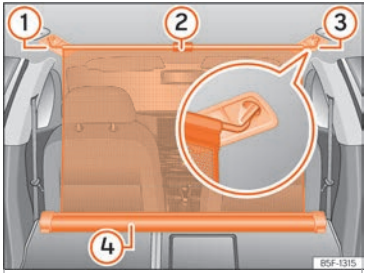

Abb. 141 Im Gepäckraum: eingehängtes Trennnetz bei vorgeklappter Rücksitzlehne.
- Ziehen Sie die Lasche ››› **Abb. 141** ② nach oben, um das Netz aus dem Einsatz ››› **Abb. 141** ④ zu nehmen.
- Hängen Sie das Trennnetz an der rechten oder linken Seite ››› **Abb. 141** ③ (vergrößerte Darstellung) ein.
- Hängen Sie das Trennnetz an der Aufnahme der anderen Seite ››› **Abb. 141** ① ein, indem Sie an der Stange ziehen.
Die Netztrennwand ist richtig montiert, wenn die T-förmigen Enden sicher in den entsprechenden Aufnahmen ››› **Abb. 141** ③ und ① eingehängt sind.
- Rollen Sie die Netztrennwand in den Einsatz ››› **Abb. 141** ④ ein, indem Sie sie mit der Hand nach unten ziehen.